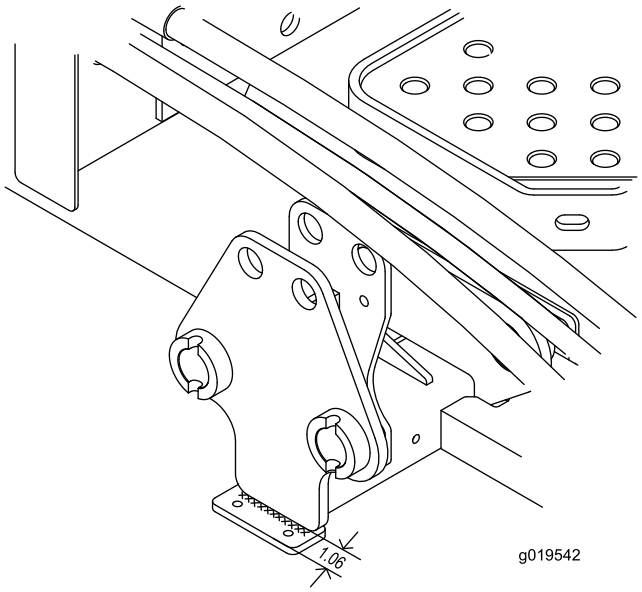

Figure 4
1. Positionnez un support d'amortisseur sous une des plaques du bâti porteur, en plaçant le bord avant du support à 27 mm de la plaque et exactement centré sur la plaque (Figure 4). Veillez à placer les trous à l'avant.
2. Fixez le support d'amortisseur à la plaque du bâti porteur avec une soudure d'angle de 0,25 pouce par 2,5 pouces (Figure 4).